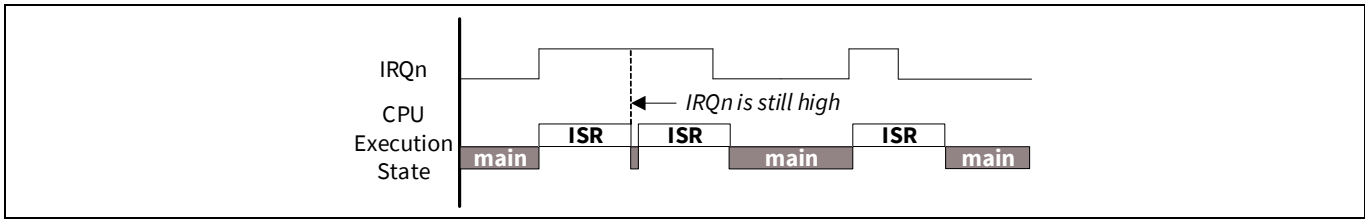
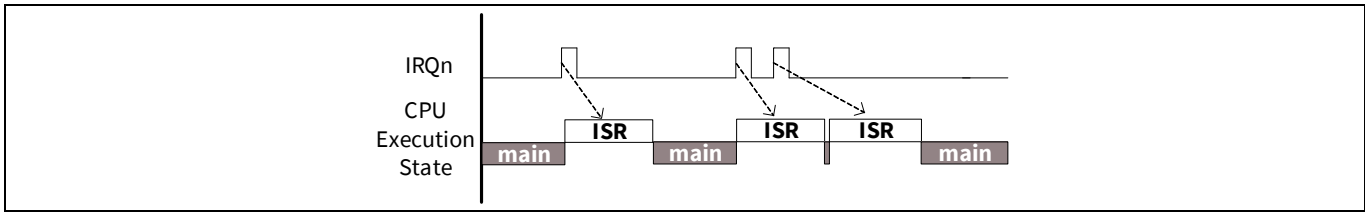

**Figure 5-3. Level interrupts**
**Figure 5-4. Pulse interrupts**
Figure 5-3 and Figure 5-4 show the working of level and pulse interrupts, respectively. Assuming the interrupt signal is initially inactive (logic low), the following sequence of events explains the handling of level and pulse interrupts:
3. When the ISR is being executed by the CPU, one or more rising edges of the interrupt signal are logged as a single pending request. The pending interrupt is serviced again after the current ISR execution is complete (see Figure 5-4 for pulse interrupts).
4. If the interrupt signal is still high after completing the ISR, it will be pending and the ISR is executed again. Figure 5-3 illustrates this for level triggered interrupts, where the ISR is executed as long as the interrupt signal is high.